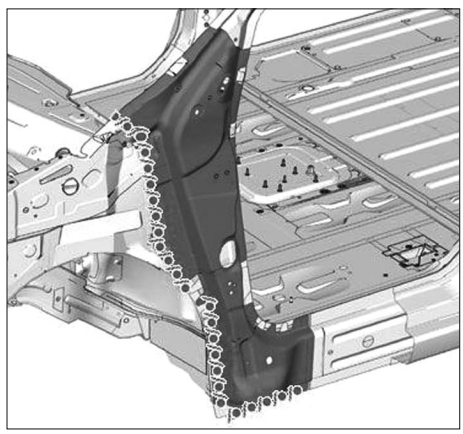

**FIG. 55**
• Appliquer une couche d'impression phosphatante sur la zone mise à nue **(Fig.55)**.